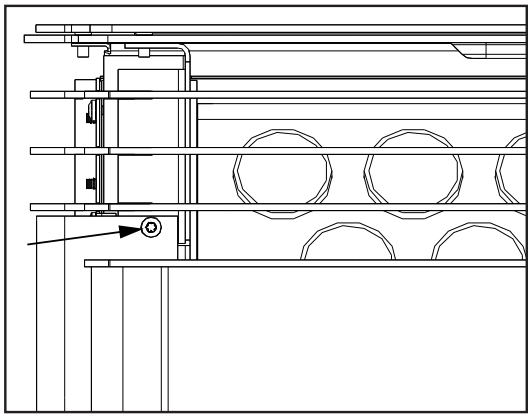
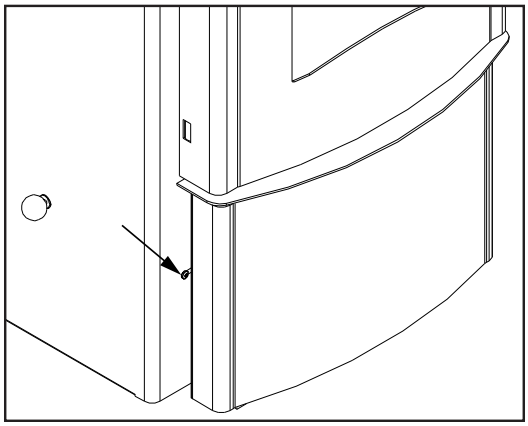
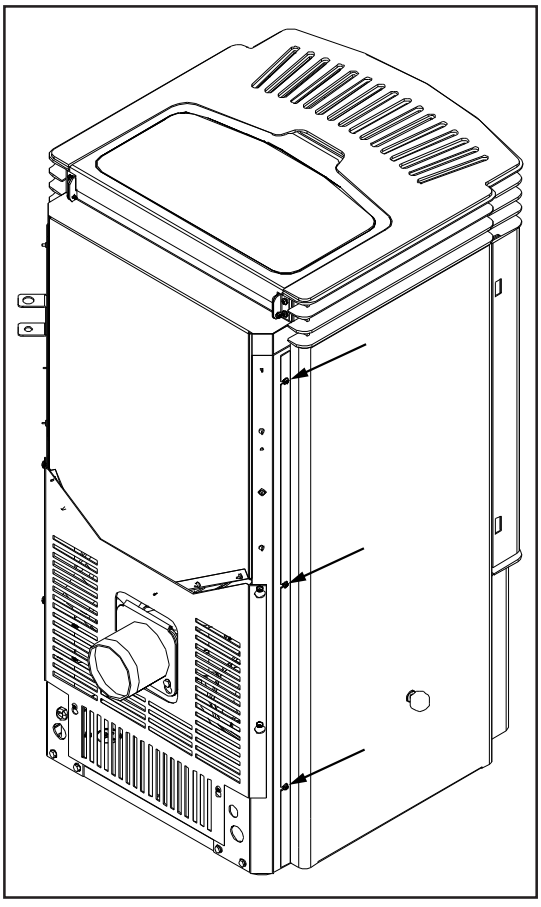
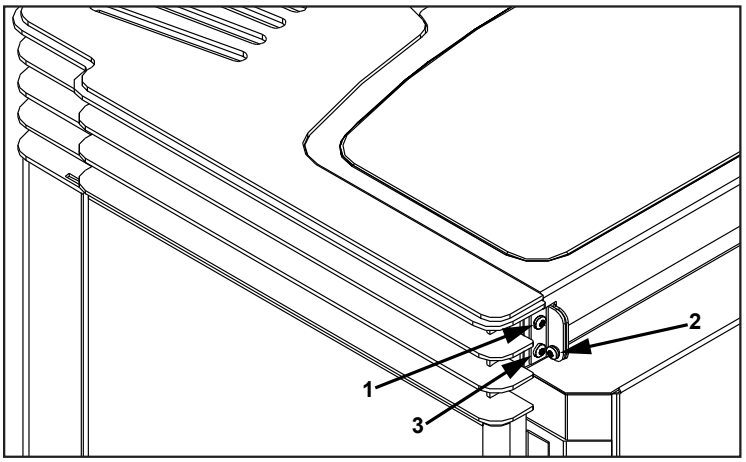

Figure 27: Screws above door top corner.
Figure 28: Screw behind ash box.
Figure 29: Screws at back of the cab side.
Figure 30: Installing Hopper Lid.
- If the flame is in the middle of these two characteristics with a bright yellow/orange, active flame with no black tips then the air is set for proper operation (see Figure 28).
1. Remove the screws above the door on both sides (Figure 27).
2. Ensure the screws behind the ash box, one on each side (Figure 28) and the three (3) on each side at the back (Figure 29) are loosened.
3. Slide the three (3) slots at the back of the cab panels under the three (3) screws at the back.
1. Attach the hopper brackets to the back of the unit with a screw in each top holes of the brackets (#1 in Figure 30). Do not tighten these screws until all six (6) screws are in place.
2. Lay the hopper lid in place, slide the bushing into the bracket, and attach the lid to the brackets (#2 in Figure 30). The screw must go through the bushing in the bracket then into the hopper cover.
3. Install the screw in the bottom hole on both brackets (#3 in Figure 30).
4. Let the hopper lid lay flat on the stove top then tighten the four (4) bracket screws.
2. Remove both cab panels. Remove the screws above the door on both sides (Figure 27) and ensure the screws behind the ash box, one on each side (Figure 28) and the three (3) on each panels at the back (Figure 30) are loosened. Slide the front of the cab panels out then slide the back of the cab panels out from under the three (3) screws at the back (Figure 29). Note: The slider knob will need to be removed if installed.